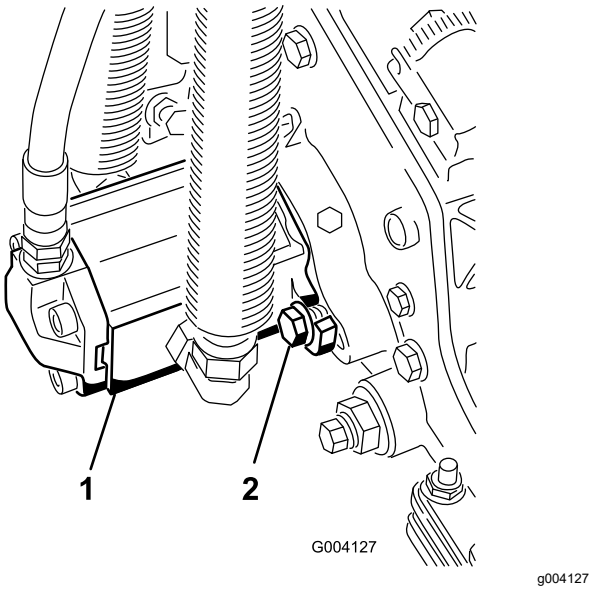

図 20
16. モータを手に持ち、右回りにひねってモータのフランジをボルトから逃がしながら、キャップスクリュにモータをセットする(図 20)。モータを左回りにひねって、ボルトにフランジをしっかりと掛け、ボルトを締めてモータを固定する。